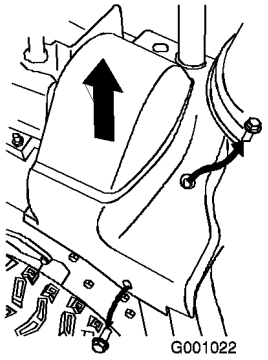

Figura 39
2. Alzate il lato destro del paracinghia (Figura 39).